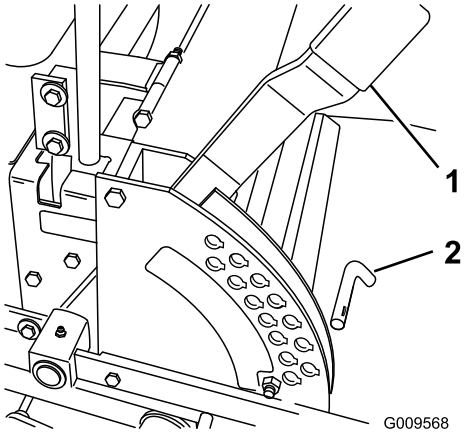

Figuur 19
1. Zet de maaihoogtehendel omhoog in de transportstand (eveneens de maaihoogtestand van 127 mm) (Figuur 19).
2. Om de maaihoogte in te stellen, verwijdert u de pen uit de maaihoogtebeugel (Figuur 19).
3. Kies de opening in de maaihoogtebeugel die overeenkomt met de gewenste maaihoogtestand, en steek daarin de pen (Figuur 19).